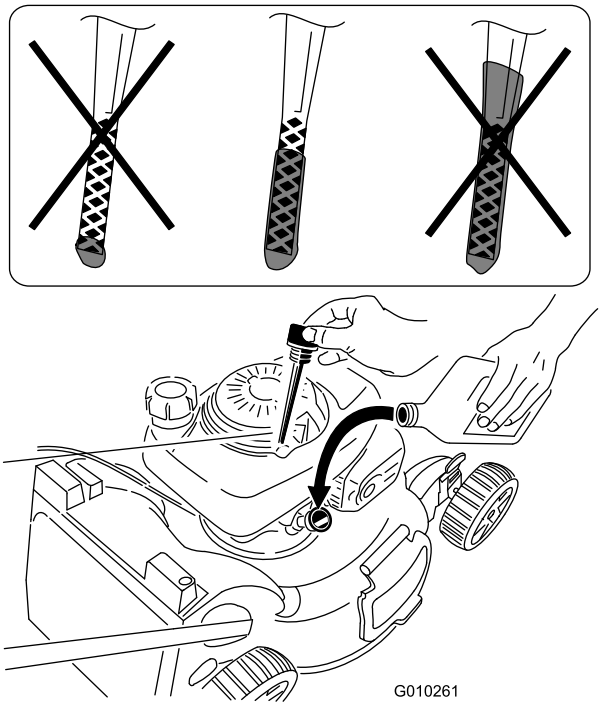

Figuur 6
2. Neem de peilstok eruit (Figuur 6) en giet ongeveer 3/4 van de capaciteit van het oliecarter in de vulbuis.
5. Haal de peilstok eruit en controleer het oliepeil; zie Figuur 6.
- Als het oliepeil te laag is, moet u traag een kleine hoeveelheid olie in de vulbuis gieten, 3 minuten wachten en vervolgens stappen 3 tot 5 herhalen totdat de olie het juiste peil heeft bereikt; zie Figuur 6.
- Als het oliepeil te hoog is, tapt u de overtollige olie af tot het juiste oliepeil is bereikt; zie Figuur 6. Voor het aftappen van overtollige olie, zie Motorolie verversen (bladz. 18).